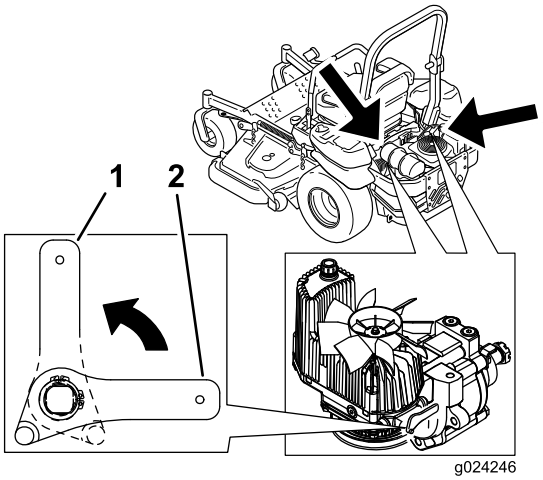

Figur 33
2. Vrid utlösningsventilspakarna vertikalt för att skjuta på maskinen. Hydrauloljan kan då passera förbi pumpen så att hjulen kan rotera (Figur 33).
4. Vrid utlösningsventilspakarna horisontellt för att köra maskinen (Figur 33).